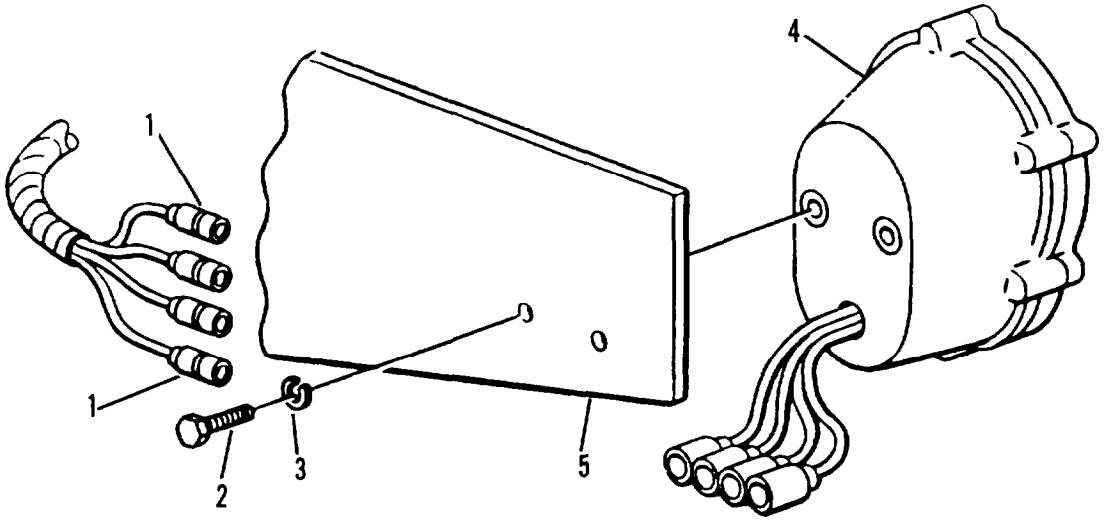

Figure 4-3. 12 volt taillight assembly.
(1) Pull connectors (1, figure 4-3) apart.
(2) Remove two screws (2) and lockwashers (3) that hold 12 volt taillight assembly (4) to bracket (5).
(3) Remove 12 volt taillight assembly (4).
(1) Install taillight assembly (4, figure 4-3) on bracket (5) and secure with two lockwashers (3) and capscrews (2).
(2) Connect cable connectors (1).